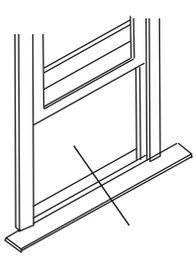

Fig.11
1. Abra la ventana y marque el centro del alféizar interior de la ventana como se muestra (Fig. 11).